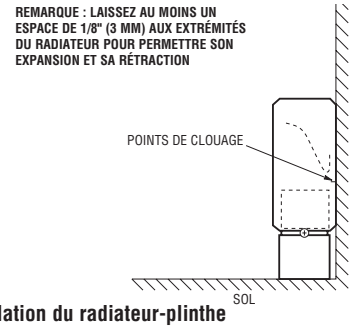

**Figure 2. Installation du radiateur-plinthe**
1. Positionnez le radiateur à l'emplacement voulu sur le mur comme montré en Figure 2. Pour un confort de chauffage maximal, placez le radiateur sous une fenêtre.